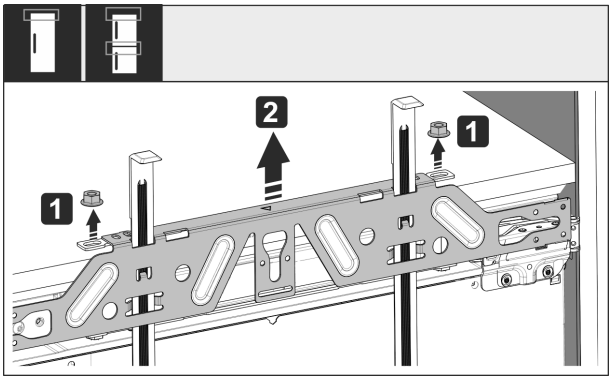

Fig. 52
▶ Svitare i controdadi *Fig. 52 (1)*.
▶ Togliere la traversa di fissaggio *Fig. 52 (2)*.